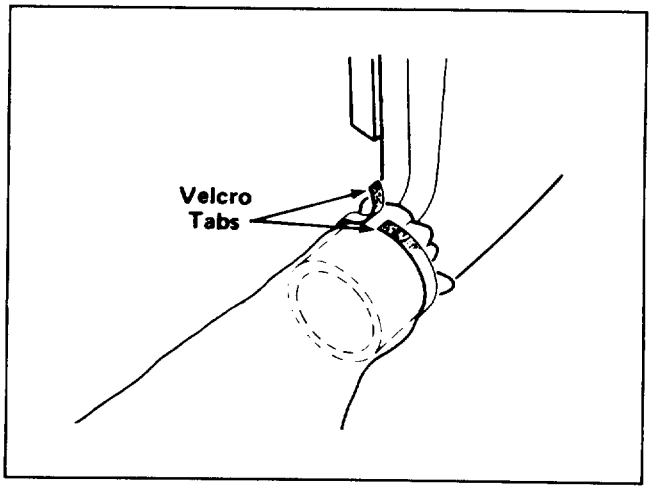

Figure 5
5. Fit opening of bag over outlet collard on blower. Pull strap tightly to overlap velcro tabs and secure behind outlet collar (Fig. 5).